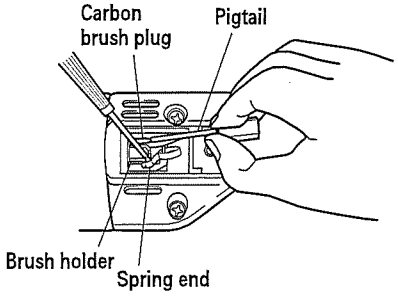

Fig. 7-B
(3) Remove the carbon brush from the brush holder, grasp the pigtail and disconnect the carbon brush plug by pulling out. (Fig. 7-B).